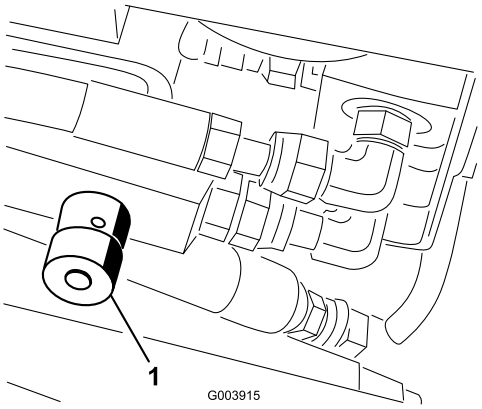

Figur 76
1. Hev panseret og finn ventilen bakre, venstre siden av maskinen (Figur 76).